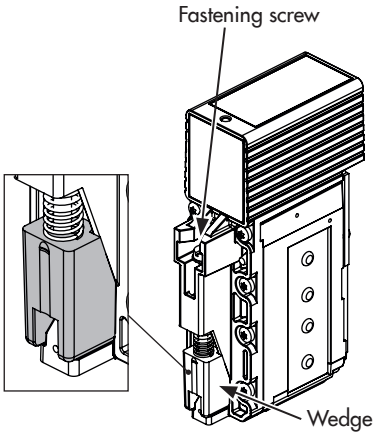

Fig. 28: *Wedge for fastening*
3. Turn the screw to push the wedge downward as far as it will go (see Fig. 28).